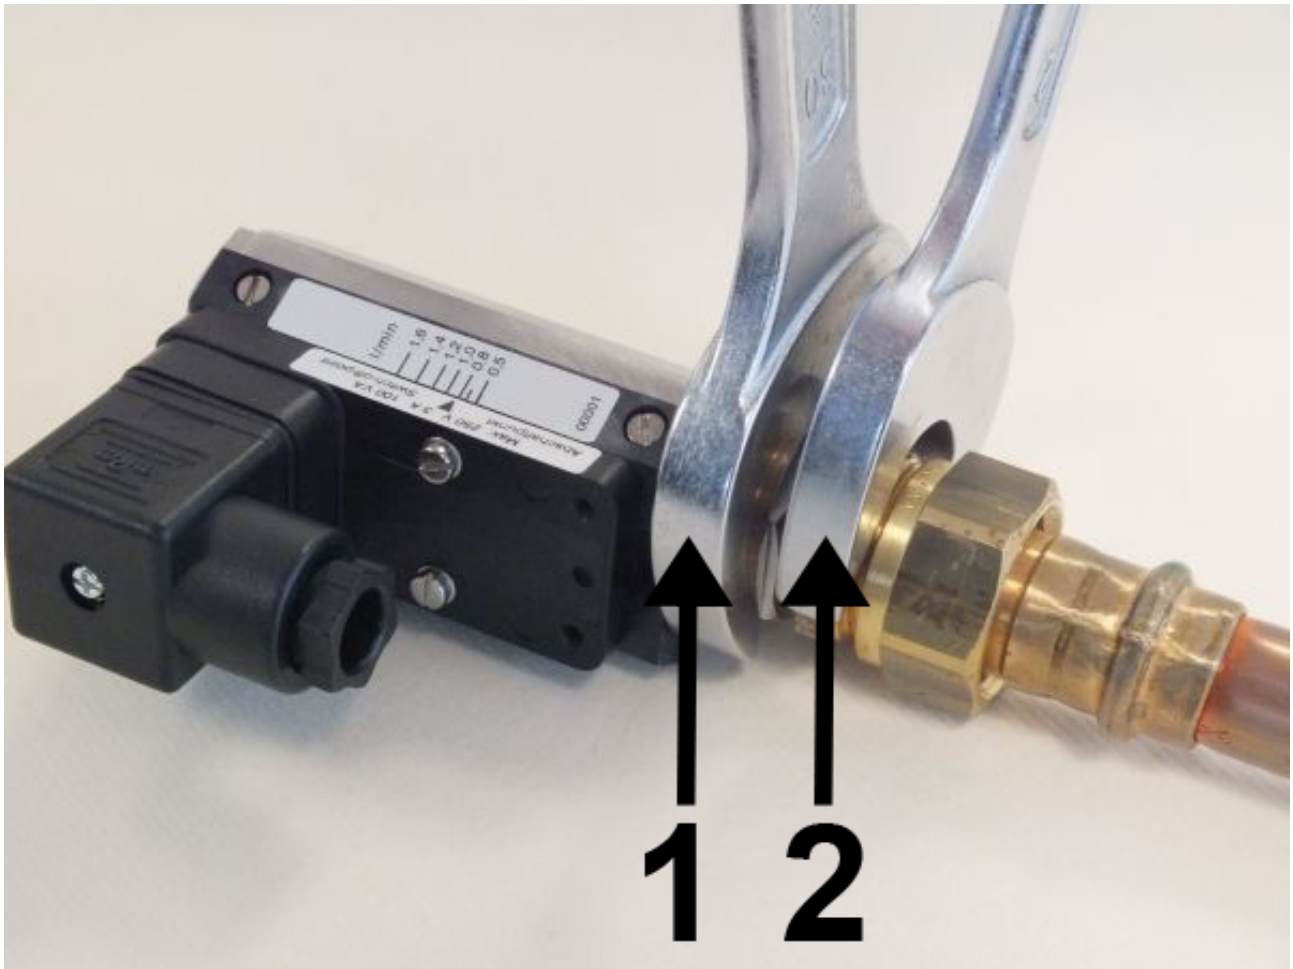

Fig. 12: Screw in the device
3. Keep turning in the adapter union (*Fig. 12*/1) while holding the process connection of the device locked (*Fig. 12*/2) until the connection is tight.